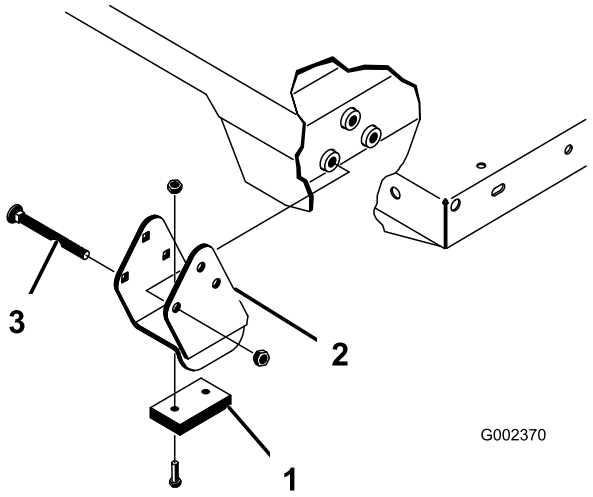

Figur 34
Bemærk: Sørg for, at afstandsstykkets beslag og slidblokkene (Figur 34) er monteret med bræddeboltenes hoveder placeret inden i maskinen.
2. Anbring forsigtigt ladet på stellet, og anbring hullerne i ladets bageste drejeplade på linje med hullerne i den bageste stelkanal. Monter 2 gaffelbolte og ringstifter (Figur 34).
4. Sæt gaffelbolten på fra ladets yderside med ringstiften udad (Figur 34).